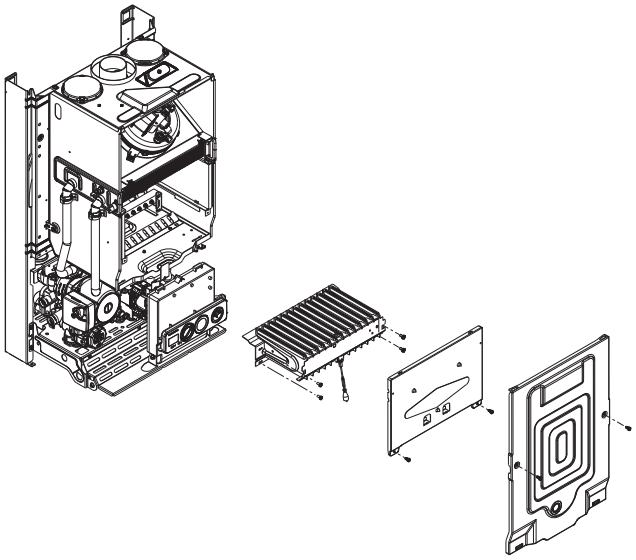

Рис. 4.8
- Снимите в следующей последовательности: облицовку, крышку воздухозаборной камеры и крышку камеры сгорания (рис. 4.8)
- Отвинтите крепежные винты горелки и снимите горелку вместе с присоединенным к ней электродом и соответствующими проводами (рис. 4.8)